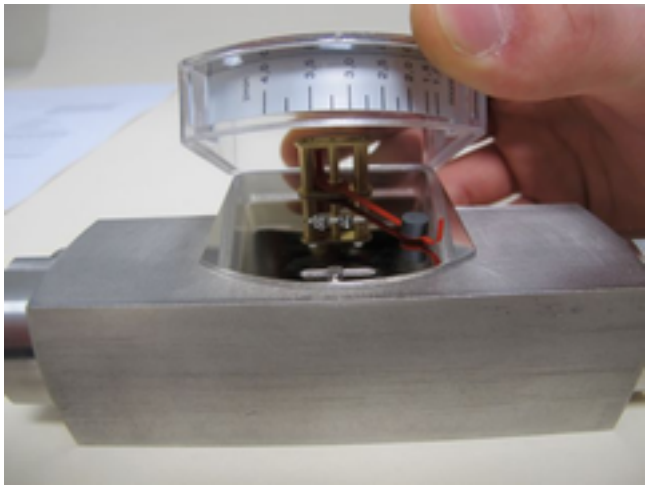

Fig. 38: Display housing Remove
2. Carefully remove the display housing cover plate and plastic housing from the display base plate by lifting straight up.(*Fig. 38*) Take care not to damage the pointer mechanism.